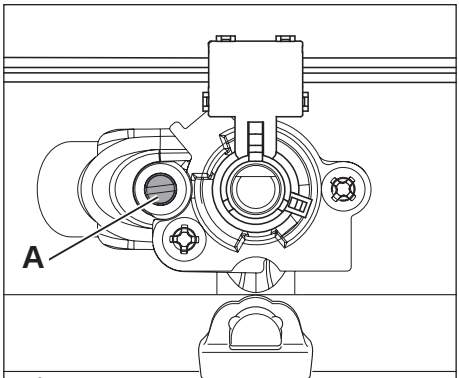

*Fig. 2.8*
- With a thin screwdriver turn the screw "**A**" until adjustment is correct (fig. 2.8).